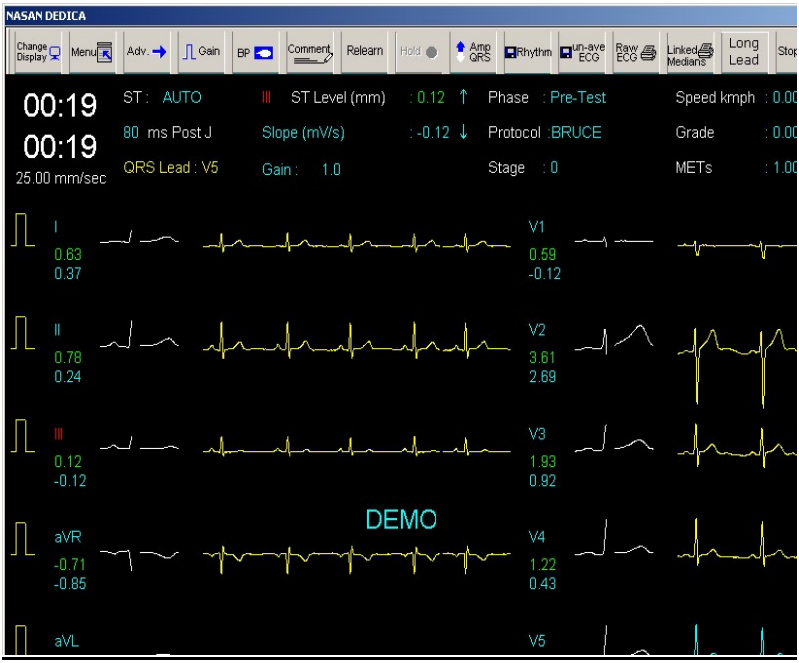

Fig 4.3: Acquisition screen.
3. Click **'OK'** button to start the acquisition. An acquisition screen is displayed as shown in fig 4.3.